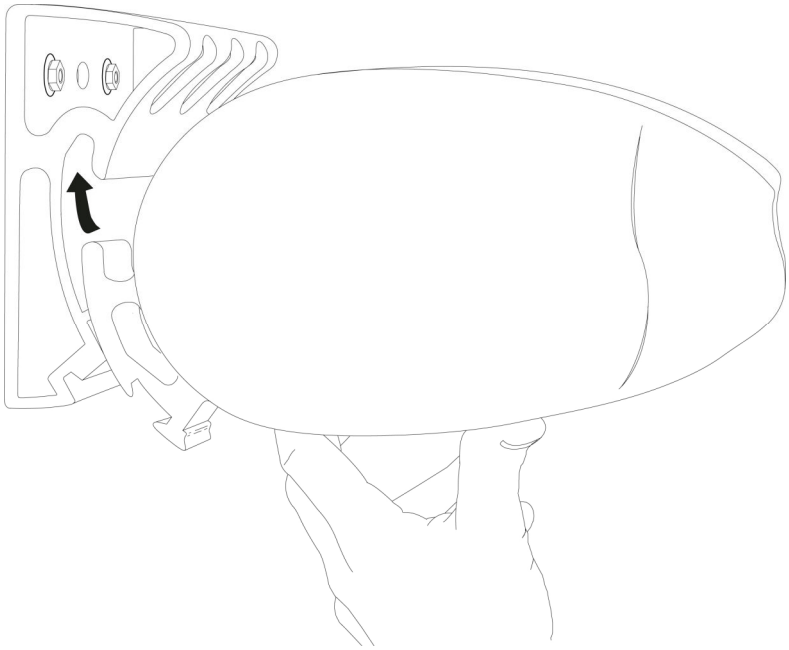

Bild 6
- Markise hinter den oberen Haken der Konsolen heben, ganz in die Konsole drücken und dabei die untere Nase in die dafür vorgesehene Nut rutschen lassen. Sicherungsklotz unter Zuhilfenahme des Innensechskantschlüssels festschrauben um die Markise zu sichern. Siehe Bild 6.